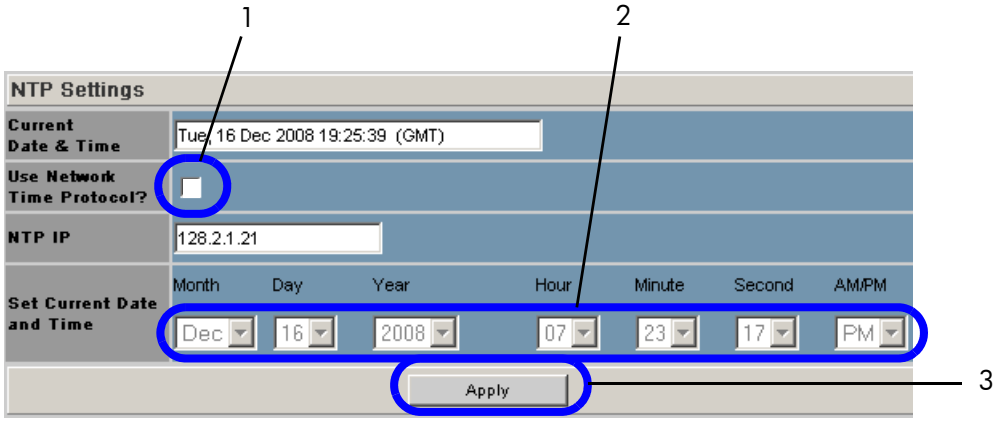

Figure 38 Time Service - Manual Setup
1. Make sure the **Use Network Time Protocol?** checkbox is unchecked (callout 1, Figure 38).
2. Set the current date and time using the drop-downs for **Month**, **Day**, and **Year** as well as **Hour**, **Minute**, **Seconds**, and **AM/PM** (callout 2, Figure 38).
3. To save, click on **Apply** (callout 3, Figure 38).